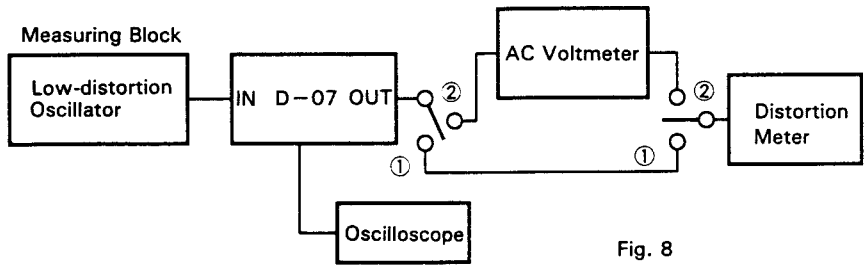

Fig. 8
- Connect components as shown in Fig. 8 and set the switch on ①.
3. Set the switch on ② in Fig. 8 and the AC voltmeter at −60dB. Set the distortion meter to DISTORTION mode. (Used by the amp in the AC voltmeter.)